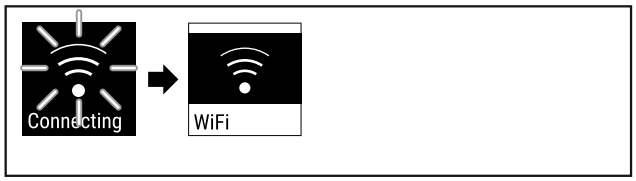

Fig. 86
▶ Se está estableciendo la conexión (consulte Fig. 86) .